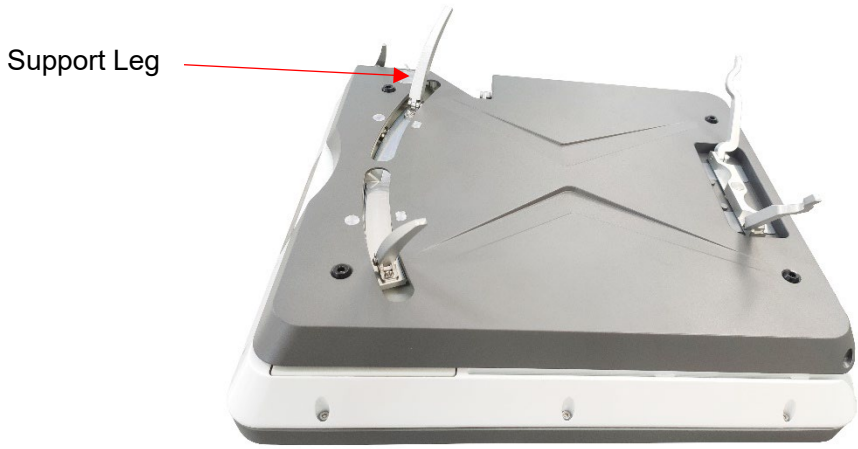

Figure 5-1 Open the Support Leg
1. Take the Terminal out of the backpack and open four support legs, as shown in Figure 5-1.